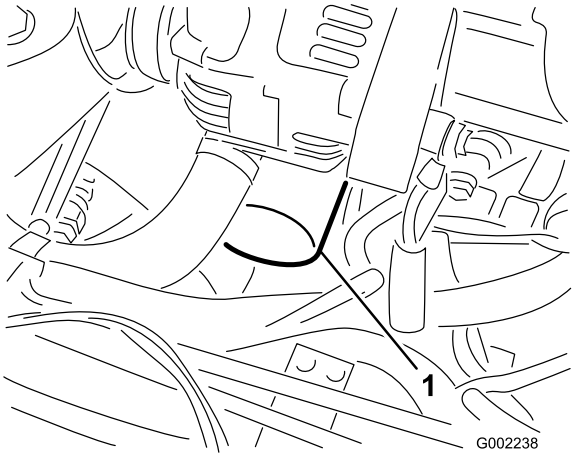

Figur 40
7. Fjern det gamle oljefilteret (Figur 40).
10. Installer det nye oljefilteret på filteradapteren. Drei oljefilteret med klokken til gummipakningen kommer i kontakt med filteradapteren. Trekk deretter til filteret med ytterligere 1/2-omdreining (Figur 40).